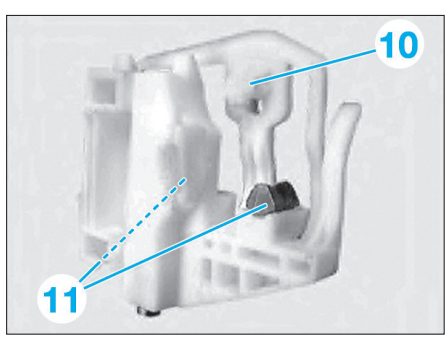

Fig. 130
- Veiller à ce que le crantage (10) et les butées (11) ne soient pas endommagés **(Fig.130)**.